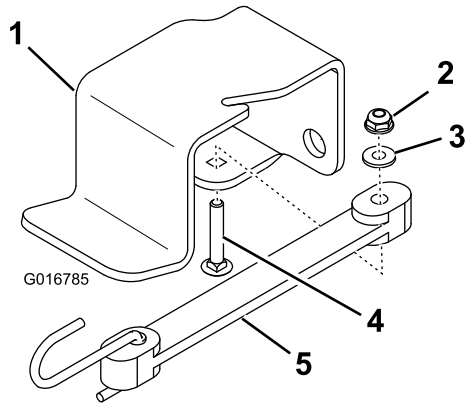

Figur 4
1. Fest bungee-en til jekkstøttebraketten med en låseskrue, en flat skive og en sekskantmutter med flens (Figur 4).